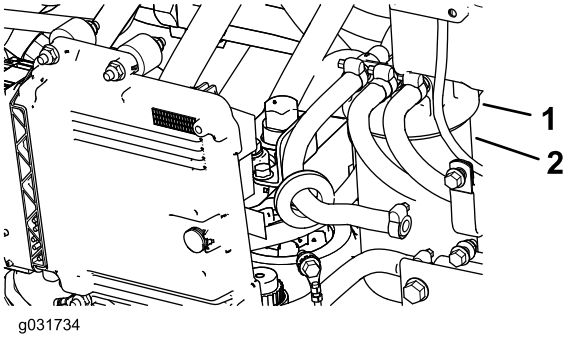

**Figur 106**
1. Rengør området omkring brændstoffilterhovedet (Figur 106).
2. Fjern filteret, og rengør filterhovedets monteringsoverflade (Figur 106).